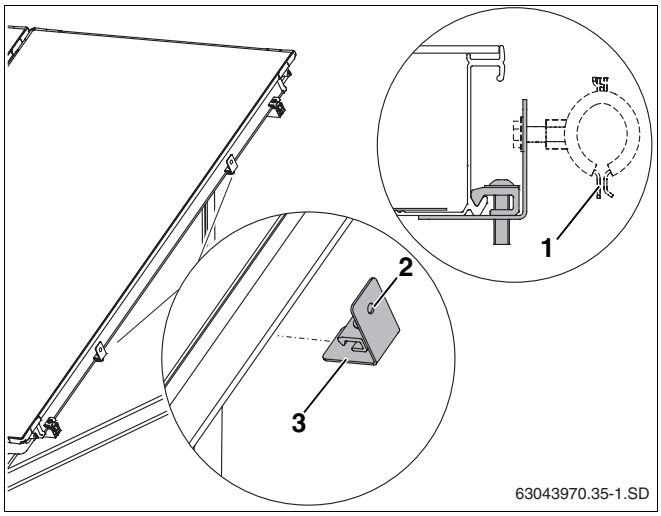

Abb. 56 Halterung am Kollektorrahmen befestigen
Wir empfehlen handelsübliche Rohrschellen (Abb. 56, **Pos. 1**) zur Befestigung der Sammelleitung an dem Gewinde M8 der Halterung (Abb. 56, **Pos. 2**).
- Halterung (Abb. 56, **Pos. 3**) auf Kollektorrahmen stecken und mit Schlüssel SW5 Schraube anziehen.